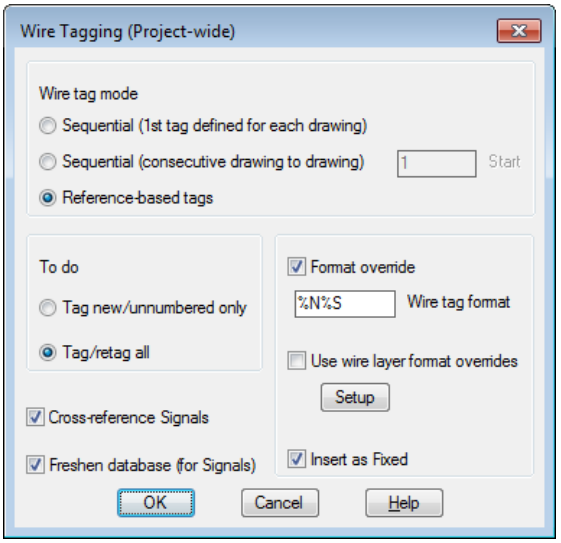

Figure 6-59 *The* ***Wire Tagging (Project-wide)*** *dialog box*
3. Select the **Format override** check box and then enter **%N%S** in the edit box below it, refer to Figure 6-59. Next, choose the **OK** button from the **Wire Tagging (Project-wide)**dialog box to close it.